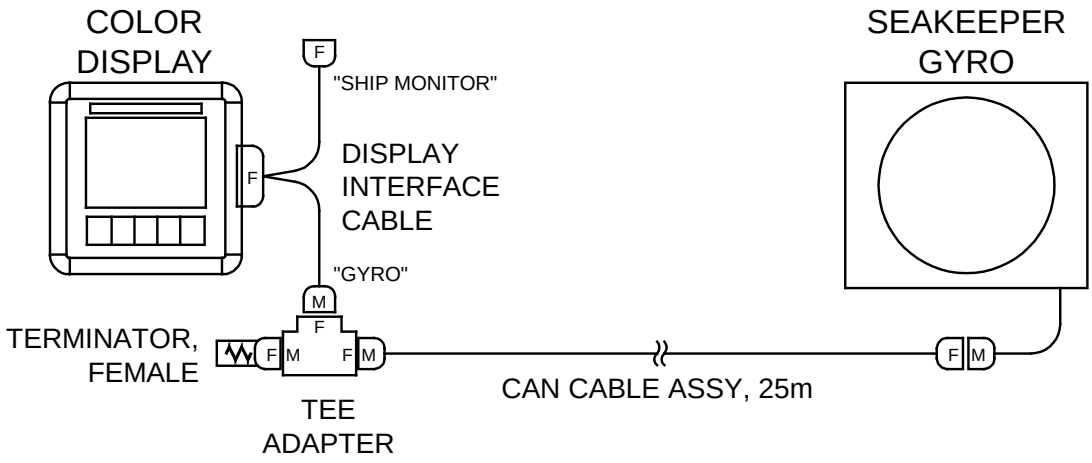

FIGURE 9 – SERIAL COMMUNICATIONS LINK FOR OPERATOR STATION
c. Figure 9 below shows the CANbus communications link for the Operator Station. The Terminator goes on one the far end of the Tee Adapter from the Gyro.